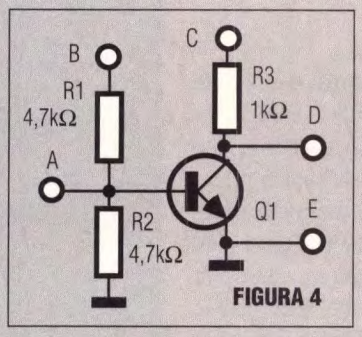

FIGURA 4
7. Con riferimento alla Figura 4, specificare il tipo di transistor.
8. Sempre facendo riferimento al circuito di Figura 4, individuare il tipo di stadio raffigurato.
9. Per far condurre Q1 di Figura 4, che tensioni applicare a B e C?